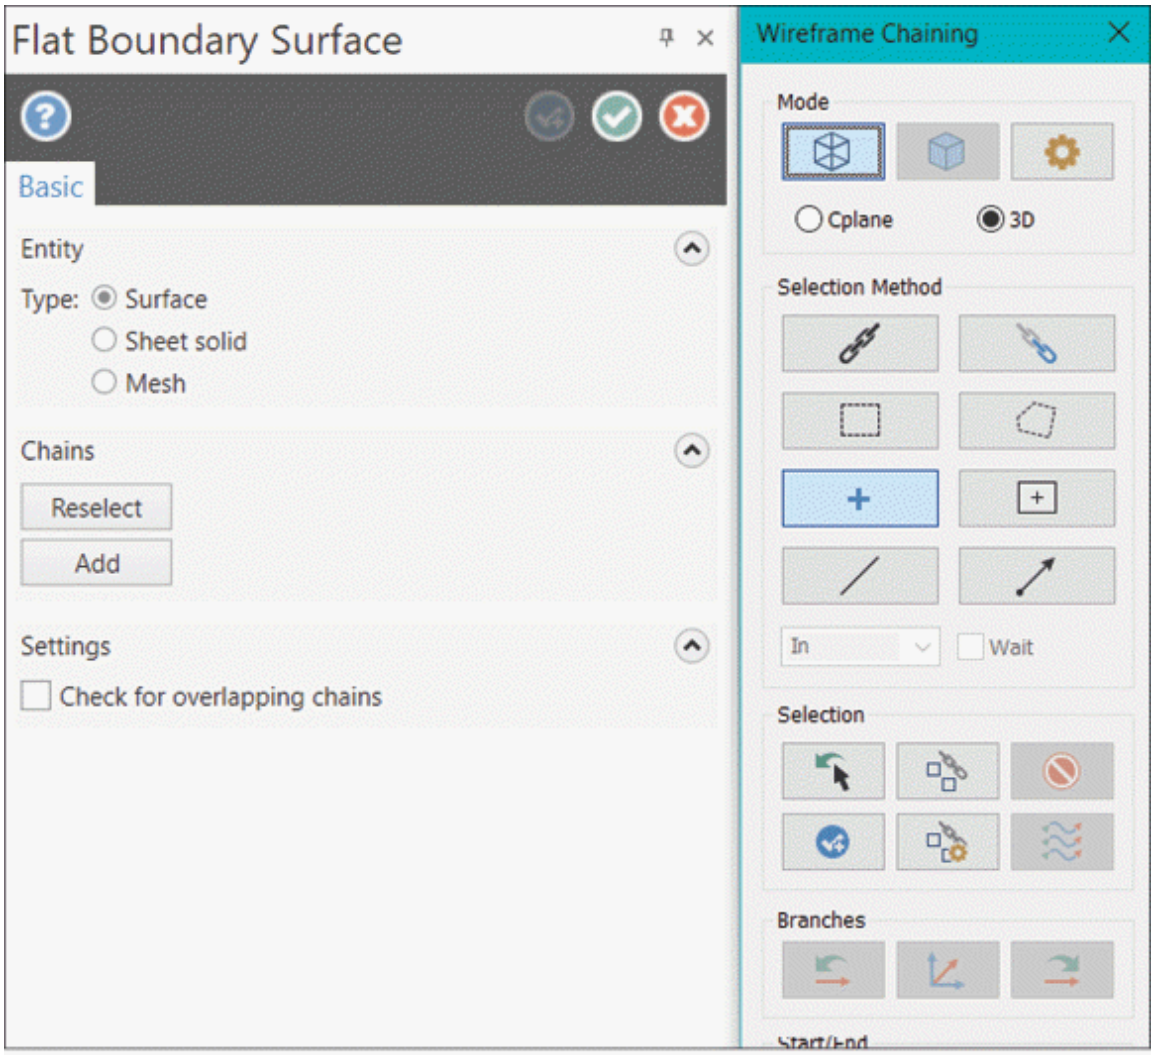

Figure-13. Flat Boundary Surface Manager
- Click on the **Flat Boundary** tool from the **Create** group in the **Surfaces** tab of the **Ribbon**. The **Flat Boundary Surface Manager** will be displayed with **Wireframe Chaining** selection box; refer to Figure-13.